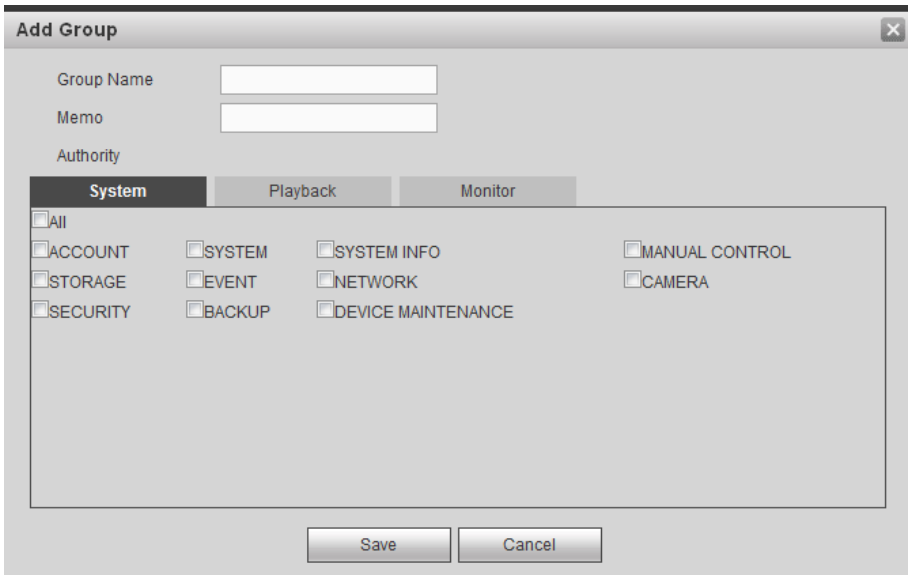

Figure 5-138
- Edit: Click it to edit start address and end address. See Figure 5-138. System can check the IP address validity after the edit operation and implement IPv6 optimization.